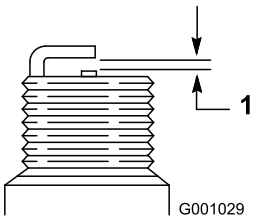

Bild 29
4. Stellen Sie den Abstand der Elektroden an der neuen Zündkerze auf 0,76 mm (Bild 29).